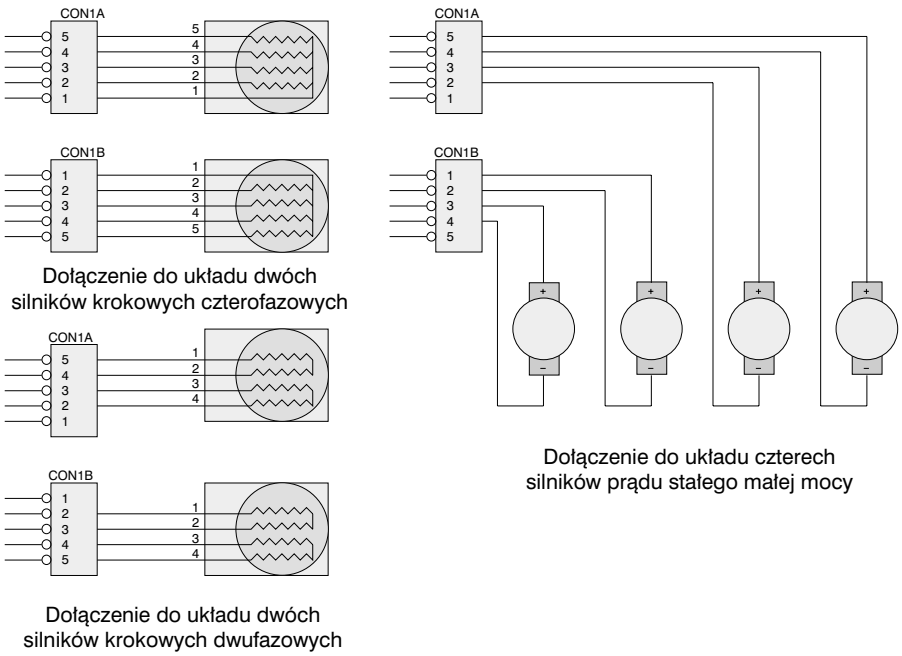

Rys. 2. Sposób dołączenia silników do sterownika.
Aby zrozumieć zasadę działania układu, należy spojrzeć także na **rys. 2**, na którym pokazano sposób dołączenia silników do naszego modułu. Załóżmy, że mamy do czynienia z silnikiem dwufazowym, dołączonym do złącza CON1B. By wprawić ten silnik w ruch, należy wykonać następujące czynności:
1. Ustawić stan 1 na wyjściu D0 IC3, a stany niskie na pozostałych wyjściach tego układu. W tym momencie zostaną uaktywnione dwa drivery: A z układu IC1 i G z kostki IC2. Jeżeli popatrzymy teraz na rysunek 2, to zauważymy, że w tej sytuacji prąd popłynie przez pierwszą cewkę silnika krokowego.